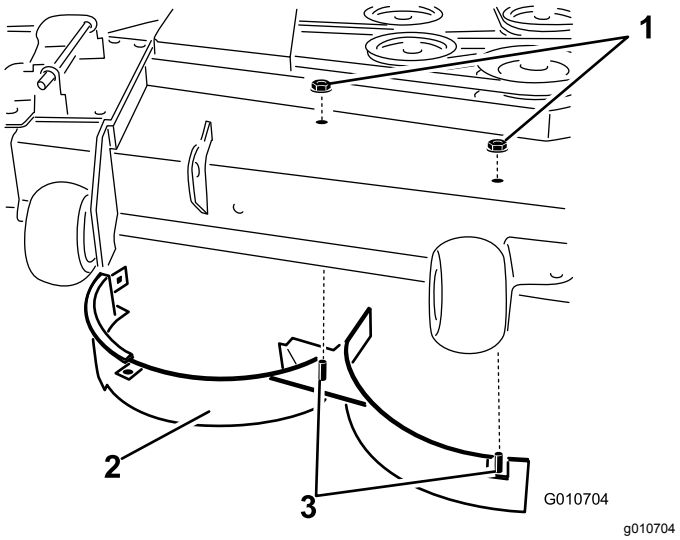

Figur 18
11. Fjern de to låsemutterne (5/16 tomme) som fester de sveisede tappene på den høyre skjermen til toppen av klippeenheten i midtre og høyre for midtre stilling (Figur 18).
12. Fjern låseskruen og låsemutteren som fester den høyre skjermen til toppen av klippeenheten, og fjern den høyre skjermen fra klippeenheten (Figur 18).